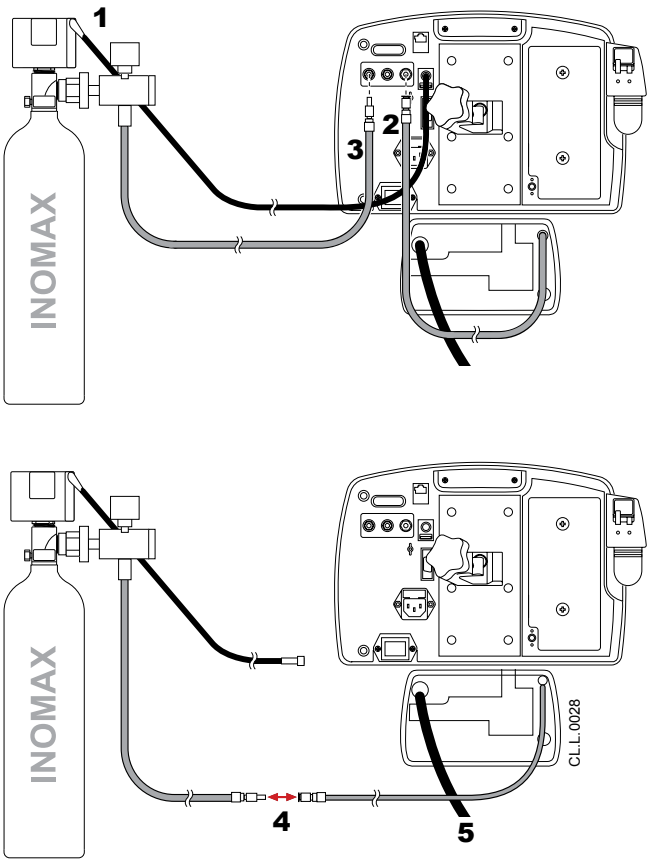

Figure 4-14 Switching to INOblender stand-alone mode during transport
1. Attach the Transport Regulator/Cap Assembly as described in *Section 4.1.1 Using the Transport Regulator/Cap Assembly* (see **1**, Figure 4-14).